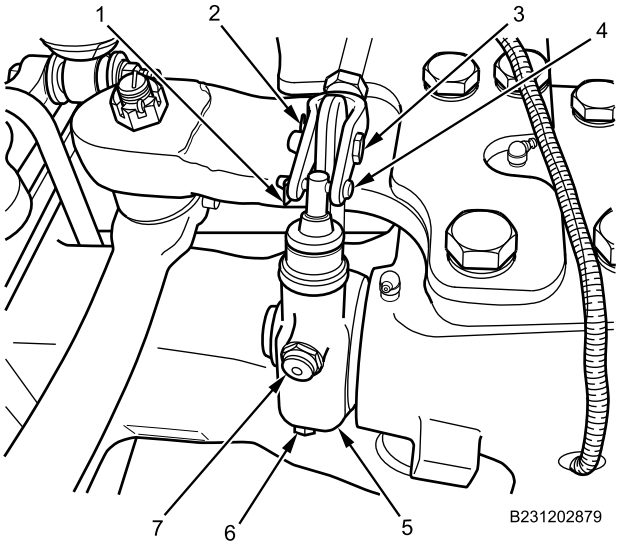

Figure 5. Clevis Pins Installation.
6. Install large clevis pin (Figure 5, Item 3) and new clip (Figure 5, Item 2) on slack adjuster assembly (Figure 5, Item 5).
7. Install small clevis pin (Figure 5, Item 4) and new clip (Figure 5, Item 1) on slack adjuster assembly (Figure 5, Item 5).
8. Turn manual adjusting nut (Figure 5, Item 6) clockwise until brake shoes contact brake drum. Back off adjusting nut counterclockwise 1/2 turn from brake drum.